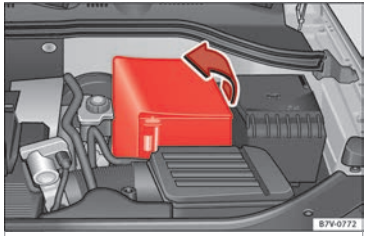

Bild 249 I motorrummet: Lyft bort locket från bilbatteriet.
- *Om en lucka finns:* fäll undan luckan åt ena sidan för att ta ut den **››› bild 249**.